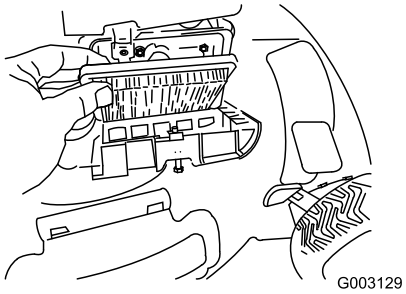

Figuur 33
4. Plaats het deksel terug (Figuur 33).